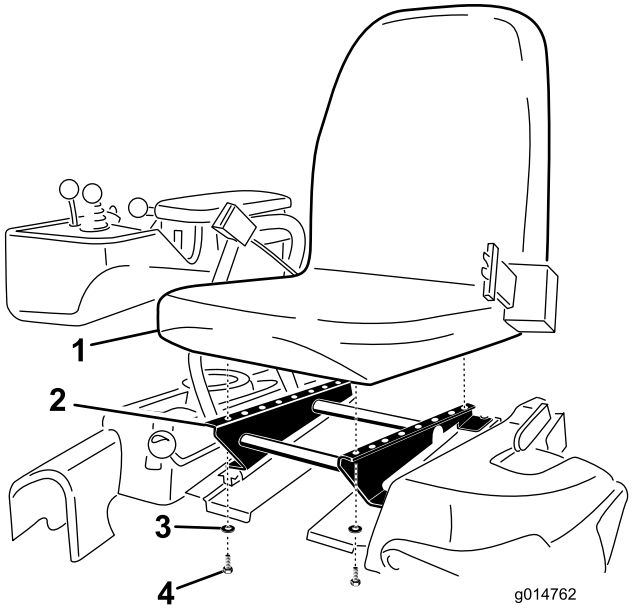

**Figur 4**
3. Fastgør sædet på sædesoklen med de fire bolte og spændeskiver, der blev fjernet tidligere (Figur 4).